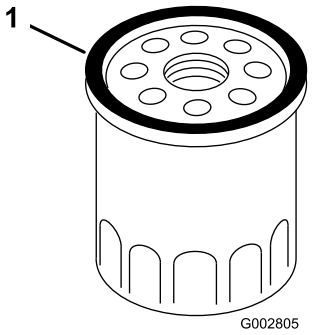

Bild 28
7. Schmieren Sie mit dem Finger etwas Öl auf die Dichtung am neuen Filter (Bild 28).